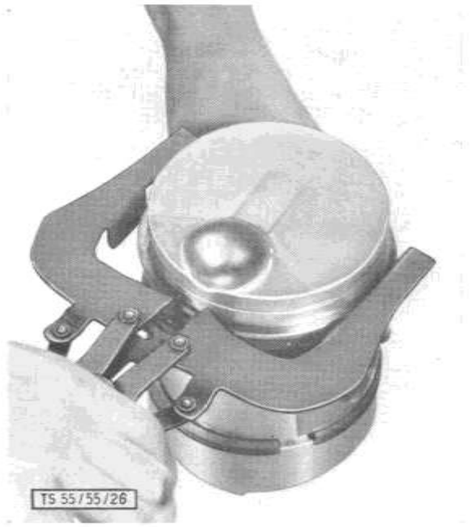

Bild 27: **Einbau der Kolbenringe mittels Kolbenringzange**
7. Verdichtungs- und Ölabstreifringe aus den Kolbenringnuten herausnehmen (Bild 27). (Kolbenringzange verwenden.)